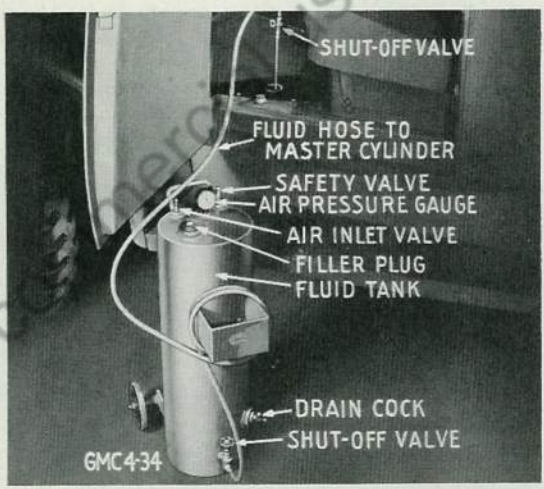

Fig. 11 Use of Pressure Tank Facilitates Bleeding Hydraulic System
1. **Pressure Bleeding** equipment is typically illustrated in Fig. 11. When using pressure tank, make sure fluid level is up to pet cock above outlet and that tank has 10 to 20 lbs. air pressure before starting bleeding operation.